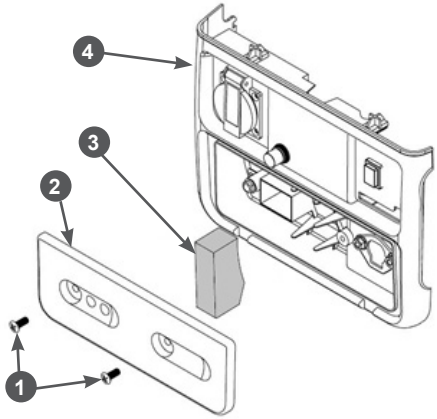

Рис. 9 Обслуживание воздушного фильтра
1. Открутите два винта 1 крепления крышки воздушного фильтра и снимите крышку 2 воздушного фильтра (Рис. 9).
2. Извлеките из панели 4 фильтрующий элемент 3 (Рис. 9).